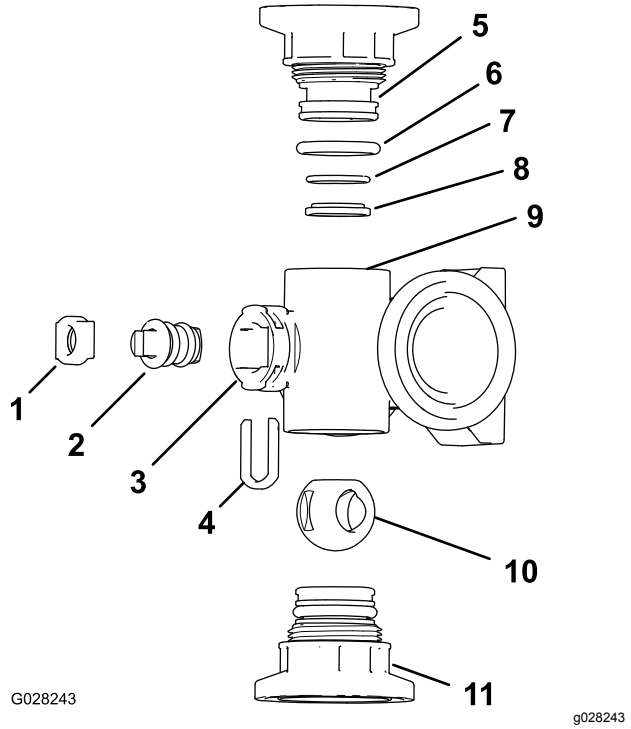
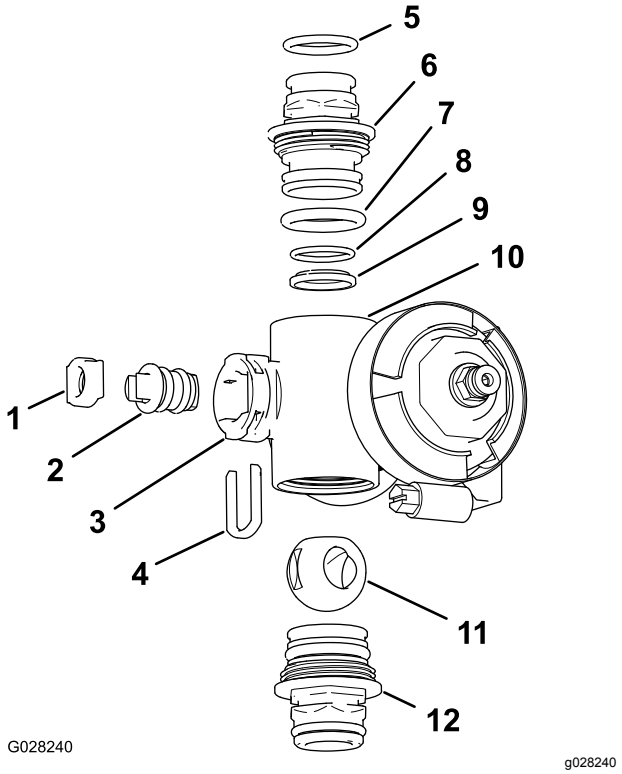

**Figur 98**
**Figur 99**
2. Fjern de to endelokk-koblingsenhetene fra hver ende av manifoldkroppen (Figur 98 og Figur 99).
4. Fjern stammeholderen fra slissene i manifoldets stammeport (Figur 98 og Figur 99).
5. Fjern stammeholderen og ventilstammesetet fra manifoldet (Figur 98 og Figur 99).
6. Ta ut ventilstammeenheten fra ventilkroppen (Figur 98 og Figur 99).
1. Se etter skader og slitasje på uttaksnippel-O-ringene (bare på seksjonsventilmanifoldet), kappkobling-O-ringene, de bakre O-ringene og kuleskålen (Figur 98 og Figur 99).
2. Smør fett på ventilstammen og før den inn i ventilstammesetet (Figur 98 og Figur 99).
3. Monter ventilstammen og setet på manifoldet, og fest dem med stammeholderen (Figur 98 og Figur 99).
4. Påse at den bakre O-ringen og kuleskålen er på linje med og plassert i kappkoblingen (Figur 98 og Figur 99)
5. Monter kappkoblingenheten på manifoldkroppen slik at flensen på kappkoblingen rører manifoldkroppen (Figur 98 og Figur 99), og drei kappkoblingen ⅛ til ¼ omdreining til.